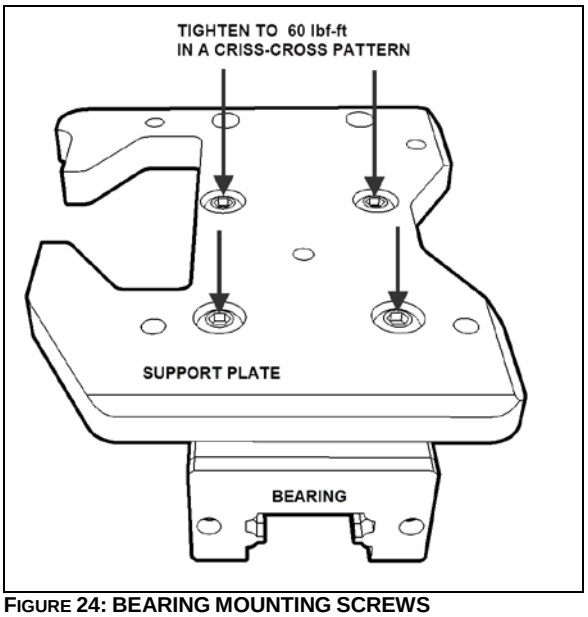

**FIGURE 24: BEARING MOUNTING SCREWS**
5. Remove the support and bearing assembly. Turn the assembly upside down to access the bearing mounting screws (Figure 24) Dismount the linear bearing and install the new one.